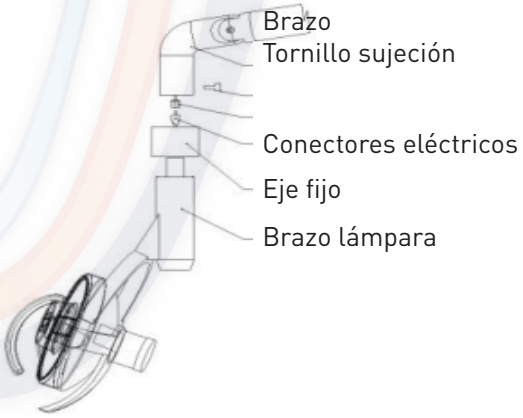

Imagen 2
- Ensamble la luz operatoria (imagen 2). Saque la luz de la caja, coja la barra de la luz y conecte los conectores 3 y 4. Luego conecte la luz al brazo y atornille la barra al orificio 5 para bloquear la luz.